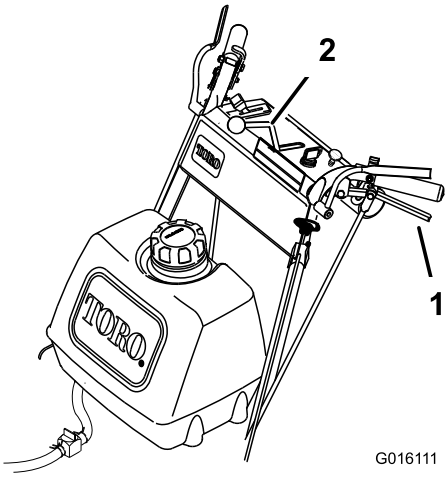

Figuur 13
4. Laat de rijhendels langzaam los om naar voren te rijden (Figuur 13).
Om rechtdoor te gaan, beweegt u beide hendels gelijktijdig (Figuur 13).
Om een bocht te maken, knijpt u in de rijhendel aan de kant waar u naartoe wilt draaien (Figuur 13).
Knijp langzaam de rijhendels tegen de handgreep om achteruit te rijden (Figuur 13).